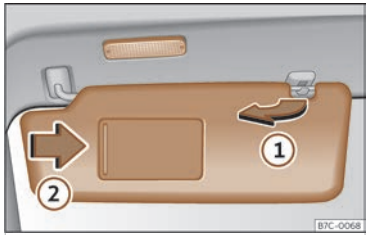

Fig. 84 Parasol.
- El parasol puede extraerse de la fijación y girarse hacia la puerta ››› **fig. 84** (1).